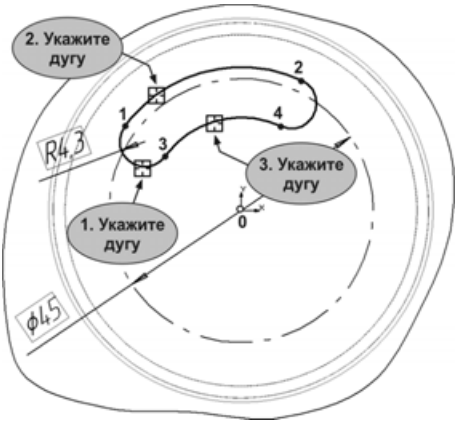

Рис. 5.183
- Нажмите кнопку **Касание** на панели **Параметризация**. Укажите мышью на дугу 1-3 и нажмите кнопку **Запомнить состояние** на панели специального управления. Затем укажите дуги 1-2 и 3-4 (рис. 5.183).